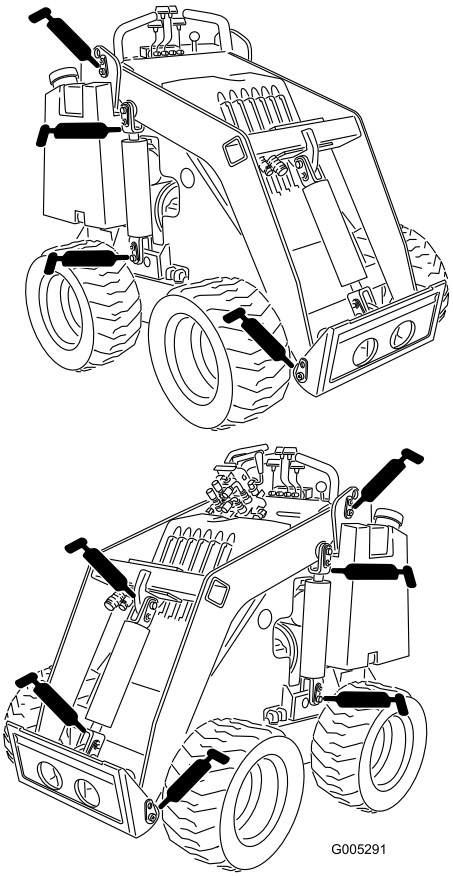
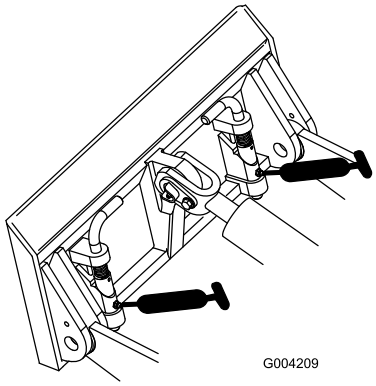

Figure 18
Figure 19
3. Raccordez une pompe à graisse à chaque graisseur (Figure 18 et Figure 19).